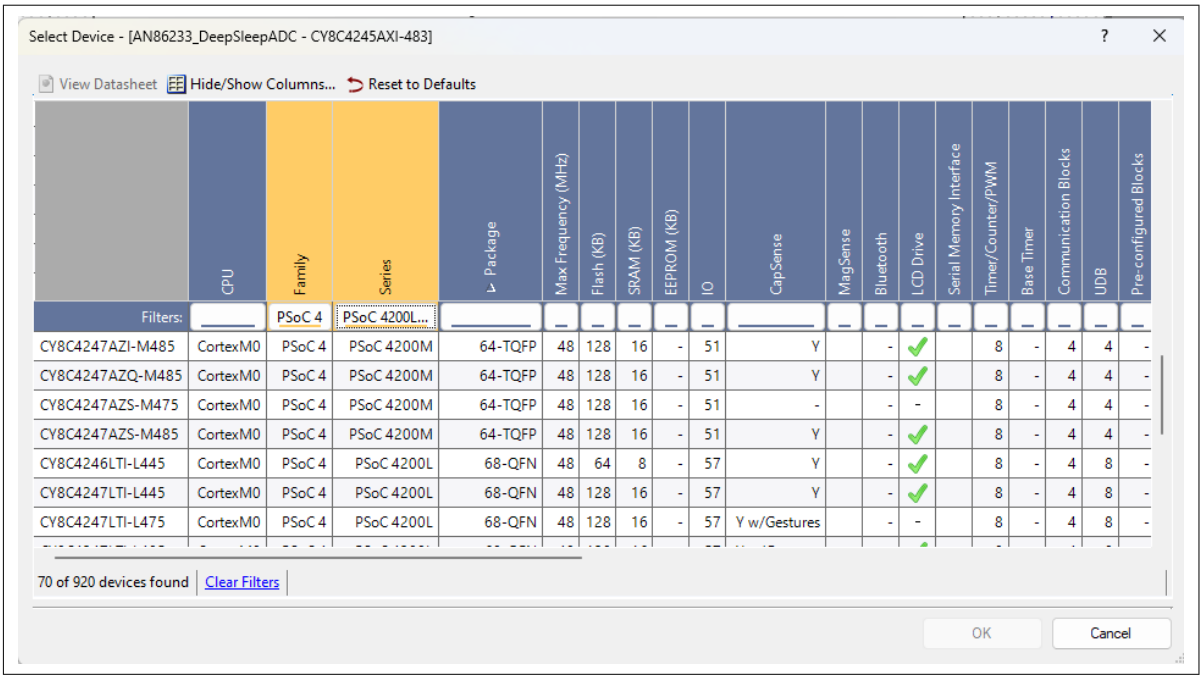

**図 12　　Device Selector ウィンドウ**
3. 図 12 に示すように、表示されるポップアップメニューから適切なデバイスを選択します。